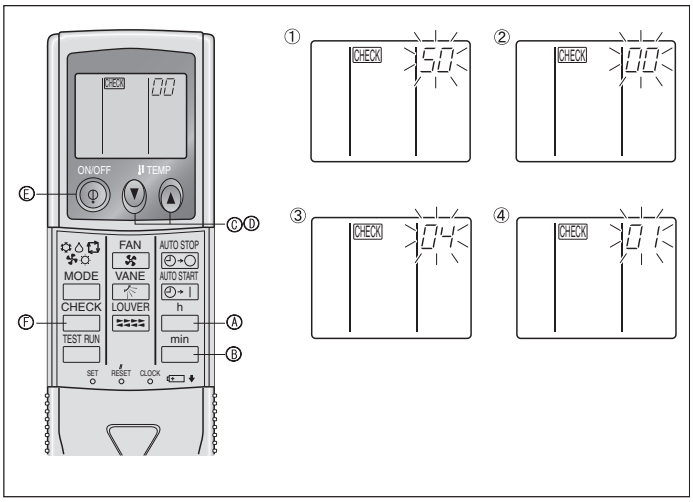

Fig. 6-16
6.3.2. By IR wireless remote controller (Fig. 6-16)